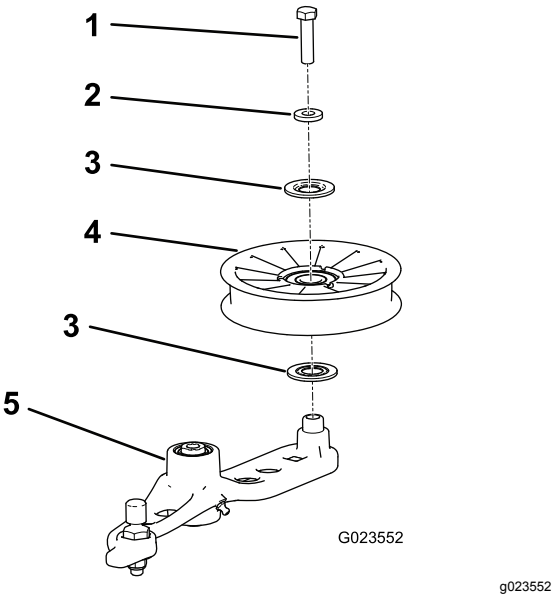

**Figur 58**
6. Fjern bolten, der fastgør den gamle spænderemskive på spændearmen, og monter en ny remskive (Figur 58).